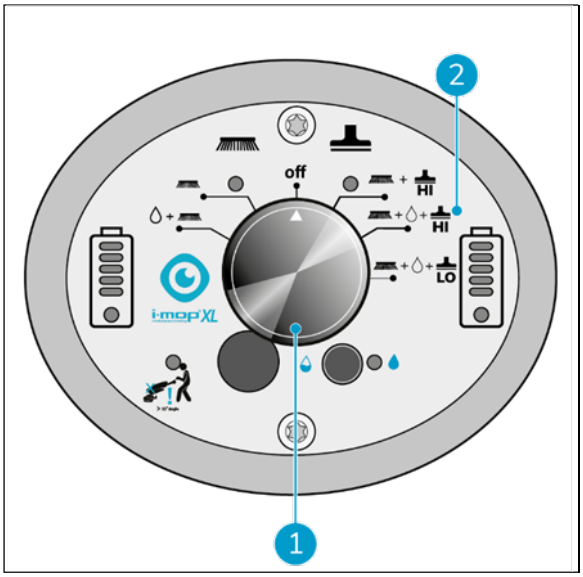

Figure 24
4. Select the brush, cleaning solution and vacuum mode on the control panel. (Figure 24, pos2)